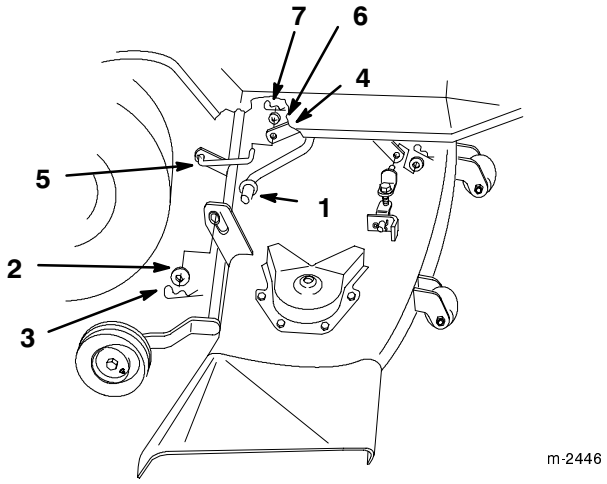

Figure 13
5. Retirer la petite goupille épingle et la rondelle de la liaison arrière, et retirer cette dernière du relevage d’accessoire (Fig. 13).
6. Retirer les goupilles épingles et rondelles des bras de relevage arrière (Fig. 13).
7. Glisser le plateau de coupe vers la droite pour le dégager des bras de relevage arrière (Fig. 13).